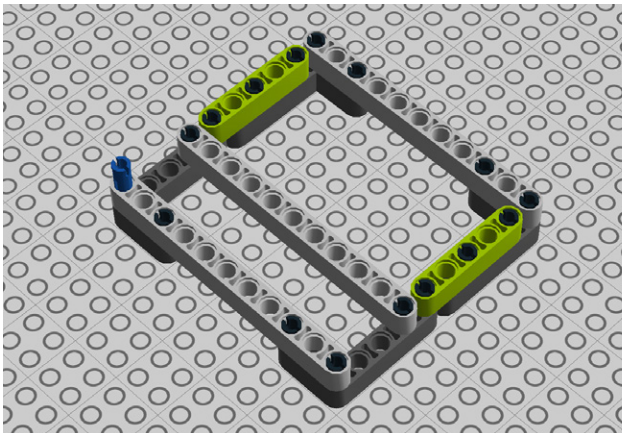

Figure 9-85. *Step 80: Adding 5M beams*
80. Add two 5M beams (Figure 9-85).